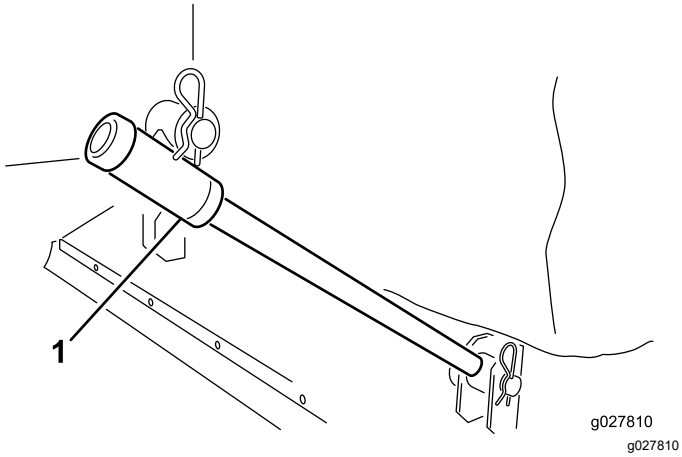

Figur 2
2. Skjut på bogseringsarmarna på ramens sprintar. Sätt fast varje bogseringsarm på motsvarande ramsprint med en bricka och en hårnålssprint (Figur 2).